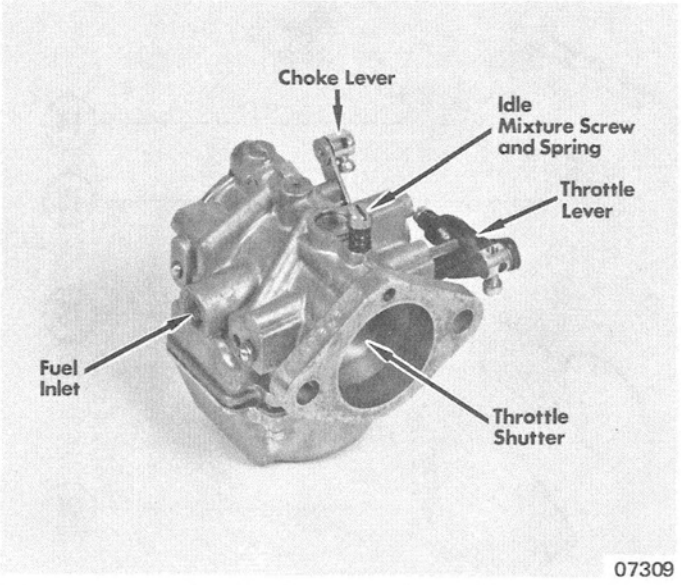

Figure 4. Carburetor, Left Side
2. Remove idle mixture screw and spring. (Figure 4) Examine taper point and threads for damage.
7. If carburetor is unusually dirty, it may be necessary to remove the bypass chamber welch plug (Figure 4) which covers the primary and secondary idle discharge parts. CAREFULLY drill through welch plug with 1/8" drill. Allow drill to just break through the welch plug. If drill travels too deep into the cavity, the casting or discharge ports may be damaged. Inspect discharge ports to ensure that they are not plugged. DO NOT push drills or wires into these metering holes, as it may alter carburetor performance. Blow holes clean with compressed air.